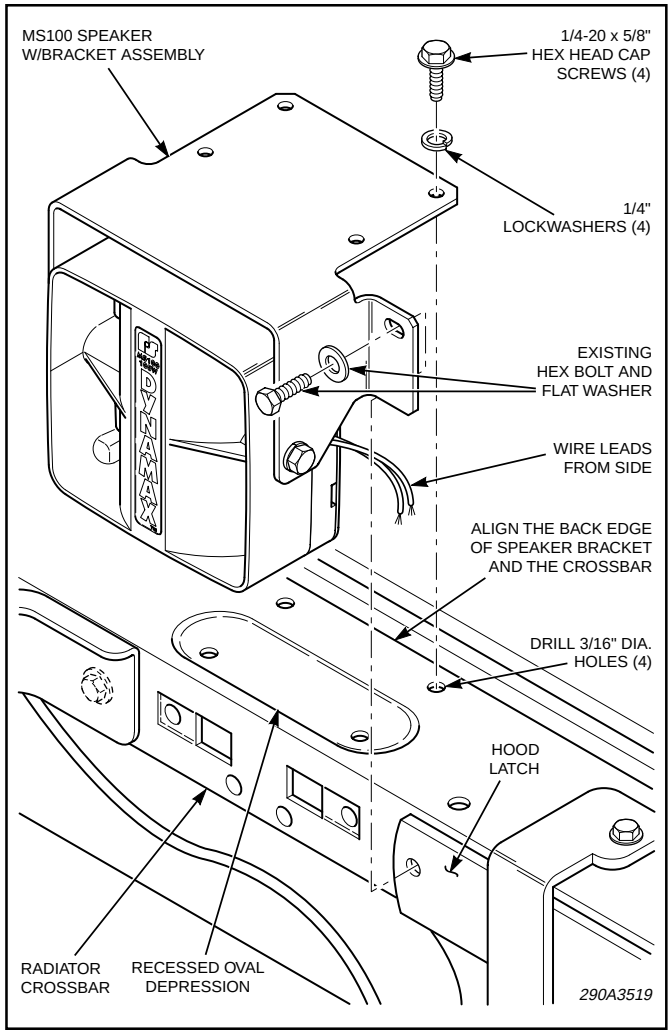

Figure 3.
4. See figure 3. Remove and retain the screw on the left side of the hood latch mechanism. Locate the top of the radiator crossbar, to the left (passenger's side) of the hood latch. Position the speaker/bracket assembly on the radiator crossbar and align the mounting ear hole with the previously removed screw hole. Install the previously removed screw and tighten securely.
7. To complete the mounting, secure the speaker/bracket in position using the 1/4" x 5/8" thread-forming screws and split lockwashers. See figure 3.